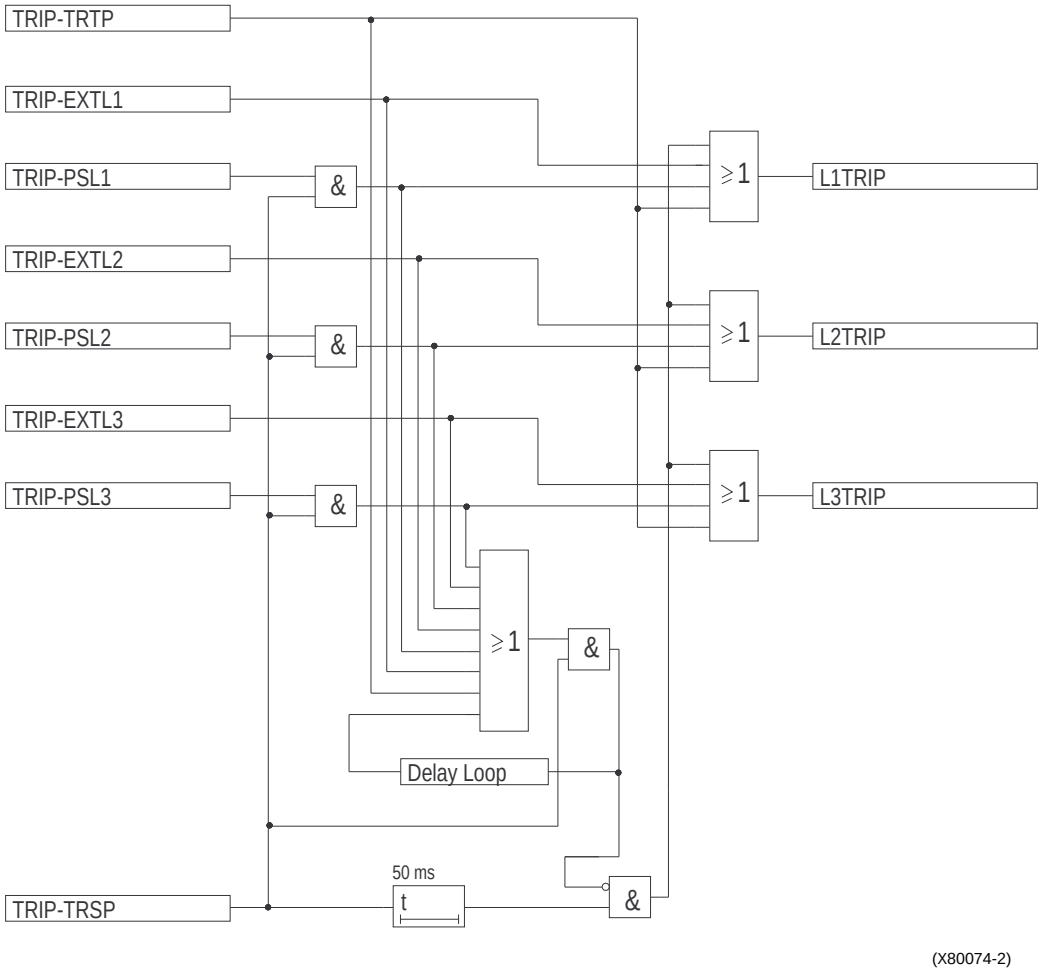
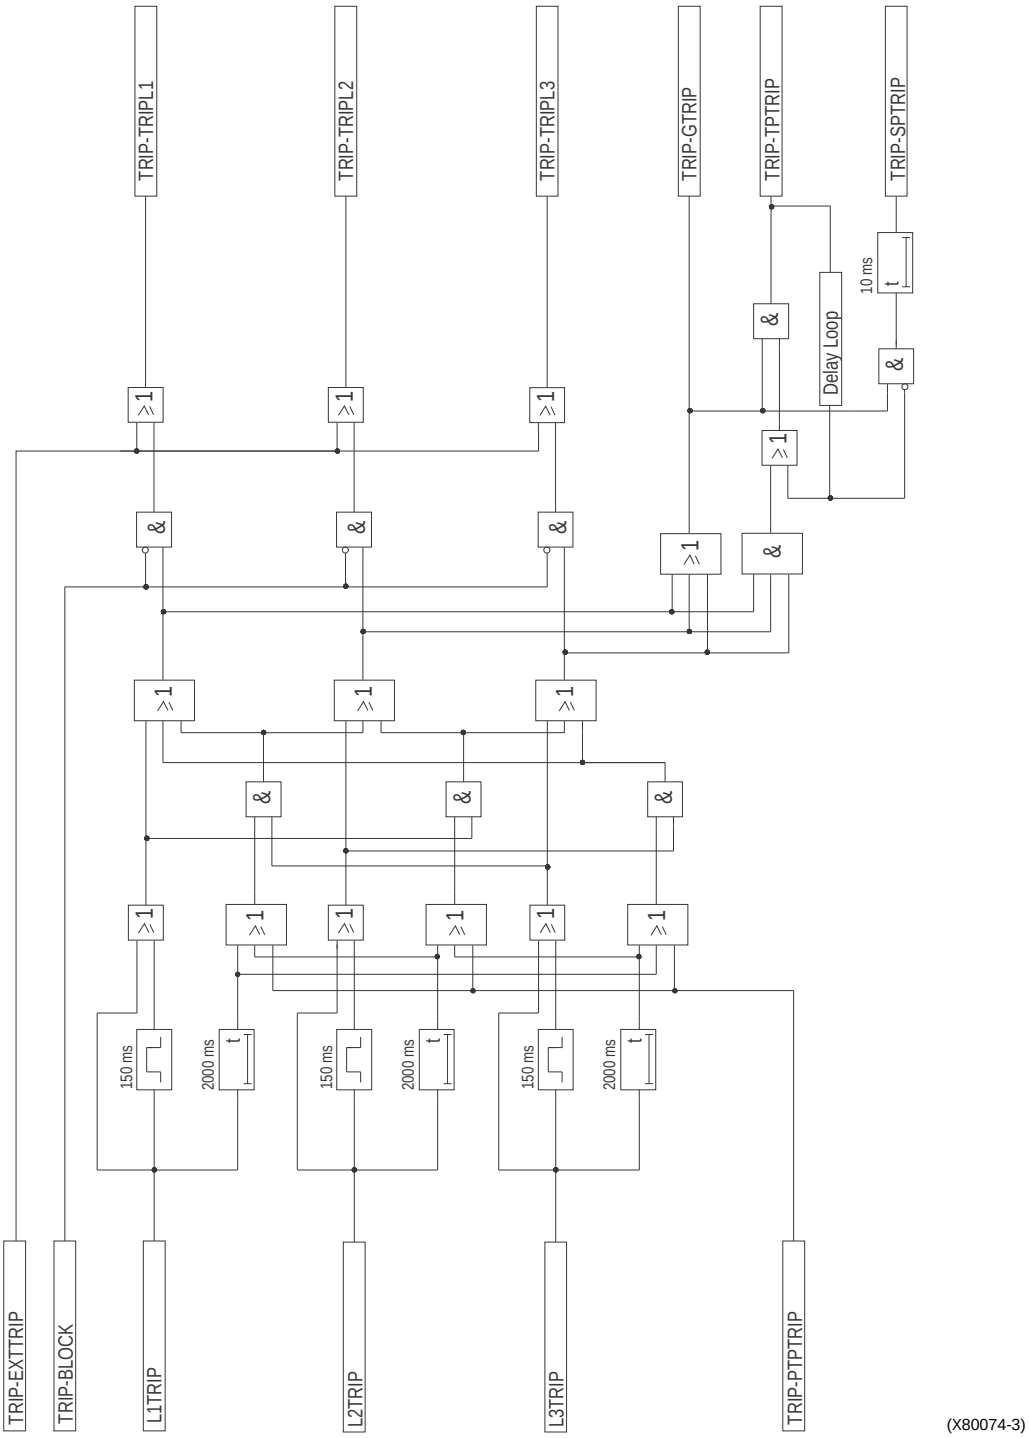

Fig. 2 Phase selection logic
Fig. 3 Single-phase tripping unit
- a phase selection logic as shown in Fig. 2
- a single-phase tripping unit as shown in Fig. 3. Note that the output signals from Fig. 2 enter the logic in Fig. 3
For an additional control of the internal signals and the single-phase tripping scheme, there must be a signal TRIP-TRSP. If this signal continues for more than 50 ms without the presence of any other single-phase tripping signals, the possibility of three-phase tripping will be issued. The phase selection signals, as issued by the phase-selection logic, correspond to the following phases (Fig. 2 and Fig. 3)